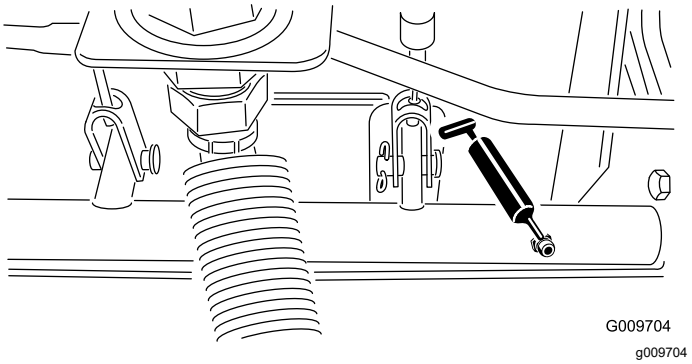

Figuur 47
- Lagers van draaipunt van remas (5) (Figuur 47)